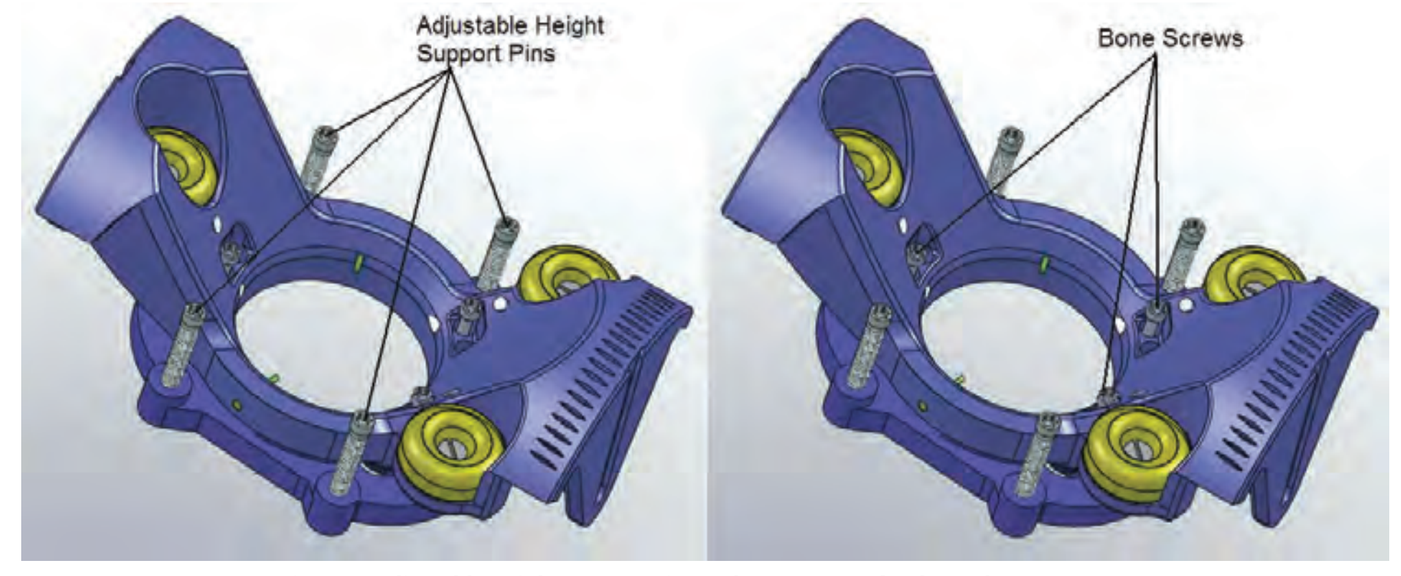
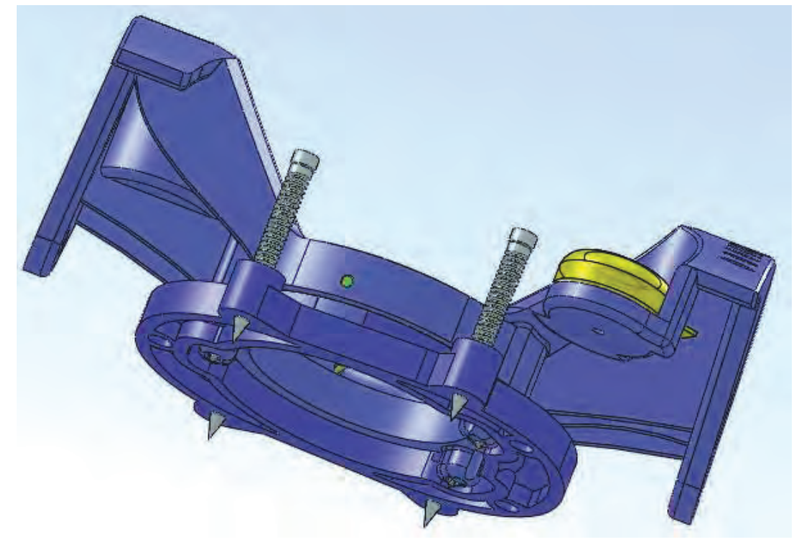

Figure 8: Adjustable Height Support Pins and Bone Screws for the Scalp Mount Base
Figure 9: Sharp Adjustable Height Support Pins
1. The Scalp Mount Base has four adjustable height support pins and three self-tapping bone screws. **See Figure 8**. The support pins have sharp tips. **See Figure 9**. They have small protective tubes covering them. Remove the tubes before proceeding.